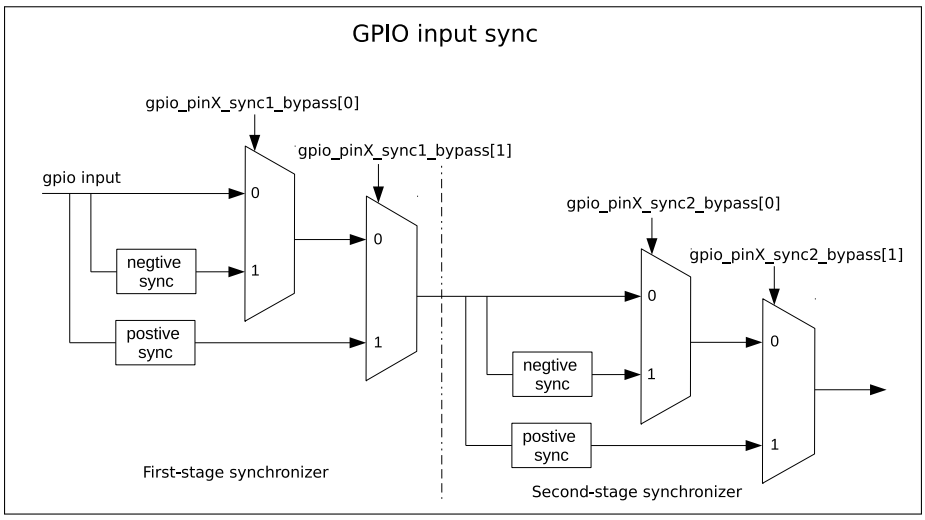

图 5.4-1. GPIO 输入经 APB 时钟上升沿或下降沿同步
GPIO SYNC 模块的功能如图 5.4-1 所示。其中，negative sync 为 GPIO 输入经过 APB 时钟的下降沿同步，positive sync 为 GPIO 输入经过 APB 时钟上升沿同步。
- 如图 5.4-1 所示，配置 GPIO_PIN*x*_SYNC1_BYPASS 使能输入信号第一拍为上升沿或下降沿同步。
- 如图 5.4-1 所示，配置 GPIO_PIN*x*_SYNC2_BYPASS 使能输入信号第二拍为上升沿或下降沿同步。